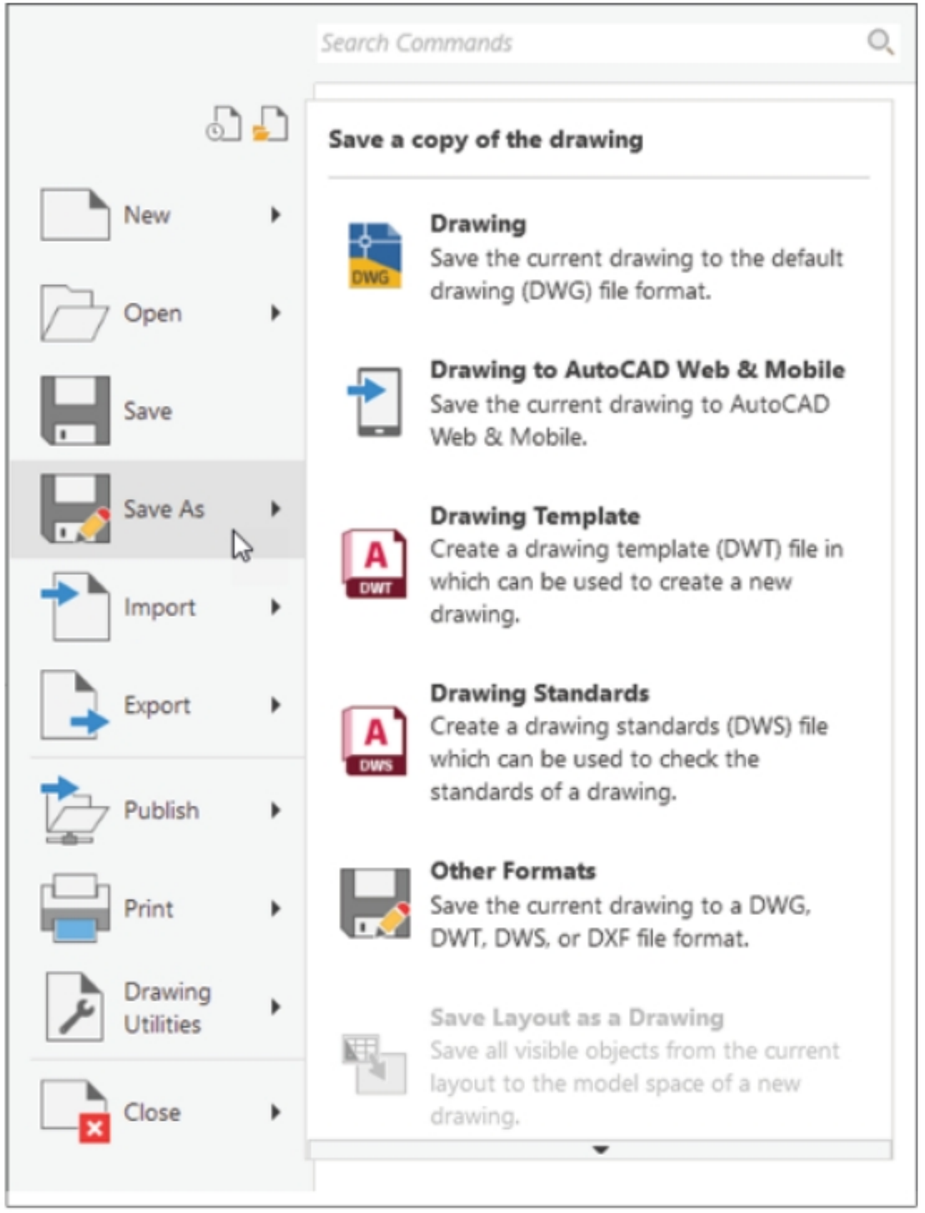

Figure-44. Save As options
- Click on the arrow next to **Save As** in the **Application Menu**. The **Save As** options will be displayed as shown in Figure-44.